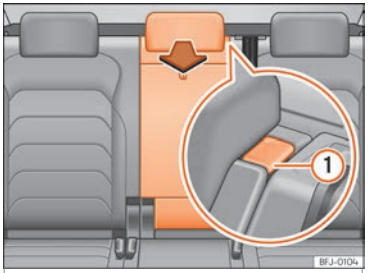

Fig. 129 Dossier de la banquette arrière : ouverture de la trappe pour les chargements longs.
- Appuyez sur la touche de déverrouillage ››› fig. 129 (1) et rabattez la trappe vers l'avant ››› ⚠.